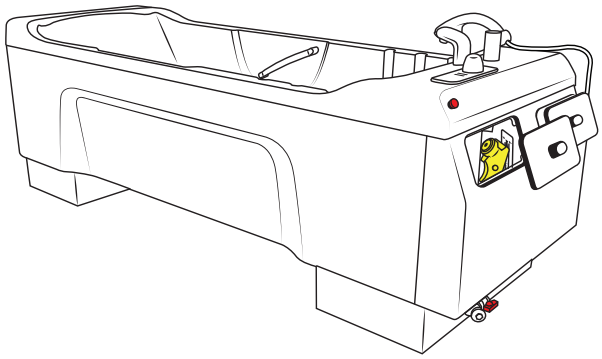

Abbildung 69
8. Entfernen Sie die Abdeckungen und nehmen Sie den Desinfektionssprühgriff aus dem Fach. Siehe Abbildung 69.